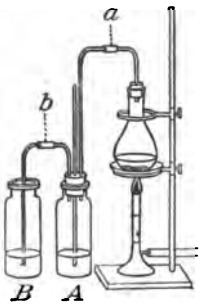

Fig. 36.
1. (Rule 14). Connect a flask with Wolff bottles, as in Fig. 36, the same as for making HCl. In the first bottle, *A*, only the safety tube should dip into the water. The bottle *B* should be left open. Have an upper ring, to hold the flask in place, and a lower one on which is placed a tin plate, asbestos, and the flask. This ring should be 5 or 10^{cm} above the top of a Bunsen burner. Have rubber connectors at *a* and *b*.